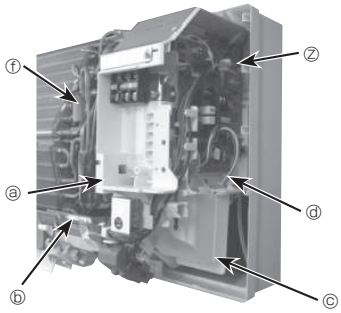
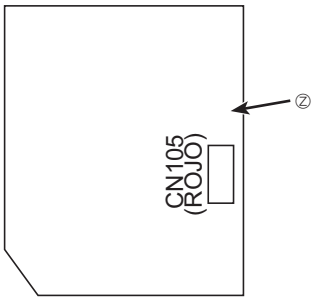

Fig. 6-5
Fig. 6-6
⑧ Retire la guía del cable. (Fig. 6-5)
⑩ Quite el termistor de la tubería de líquido (TH2). (Fig. 6-5)
⑪ Desprenda parcialmente la cinta del motor de paletas y afloje el cable. (Fig. 6-5)
⑫ Afloje el cable del motor del ventilador. (Fig. 6-5)
⑬ Extraiga la caja eléctrica tirando hacia usted.
⑭ Conector CN105 (ROJO) del panel del controlador interior. (Fig. 6-6)
⑮ Vuelva a colocar las piezas que había retirado.